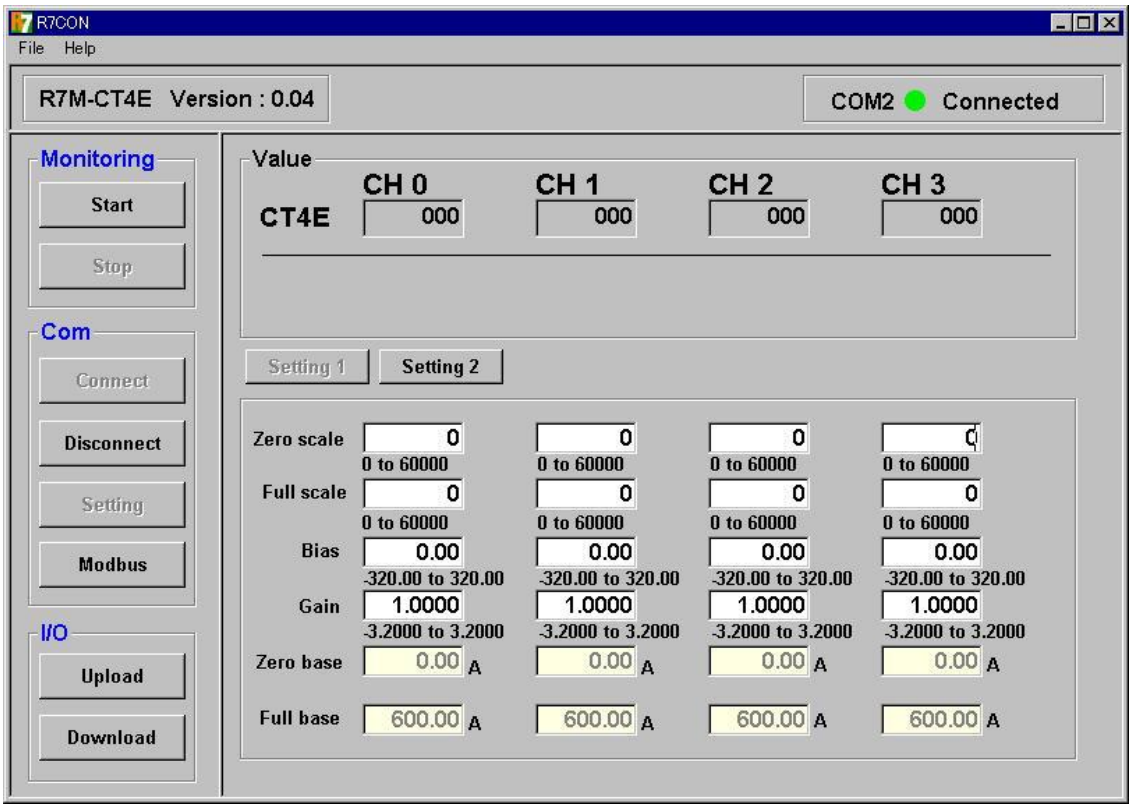

図 4-16. R7M-CT4E の初期画面
まず、R7□-CT4E を用いて「4.1.モニタリングするには？」の手順①～③を行い、初期画面（図 4-16）を表示します。